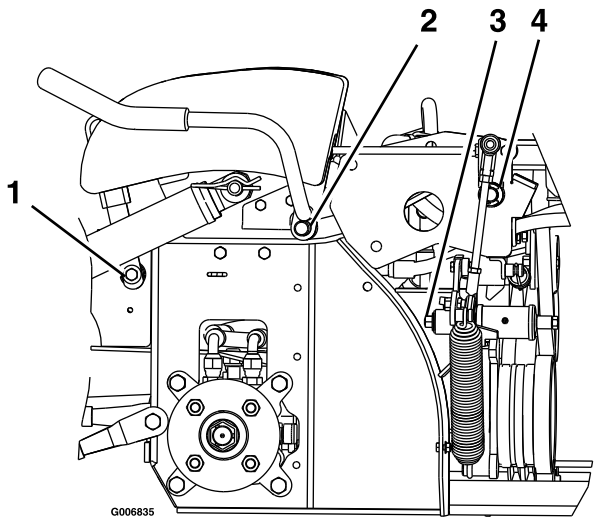

Figuur 34
2. Smeer de bronzen bussen van het scharnierpunt van de remhendel met een spuitbus smeermiddel of met een lichte olie (Figuur 34).